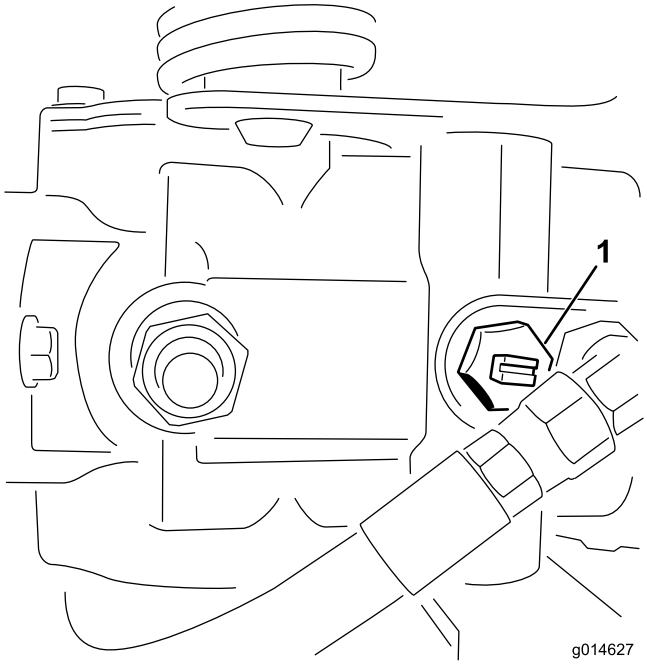

**Figur 42**
1. Finn omløpsventilen på pumpen, og vri den slik at åpningen står vertikalt (Figur 42).
2. Før du starter motoren, må du stenge omløpsventilen ved å vri den slik at åpningen står horisontalt (Figur 42). Ikke start motoren når ventilen er åpen.